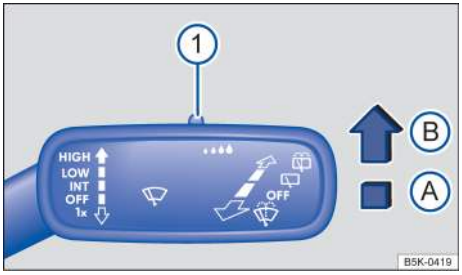

Fig. 82 Windshield wiper lever: Adjusting the rain sensor (1) (if equipped).
Push the lever to the desired position → fig. 82:
The rain sensor's sensitivity can be adjusted manually → fig. 82 (1), → ⚠.